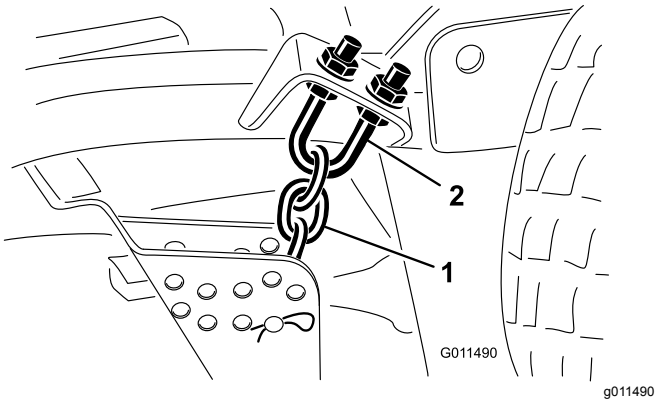

Figuur 108
1. Draai de contramoeren op de bovenkant of de onderkant van de U-bout van de maaihoogteketting los (Figuur 108).